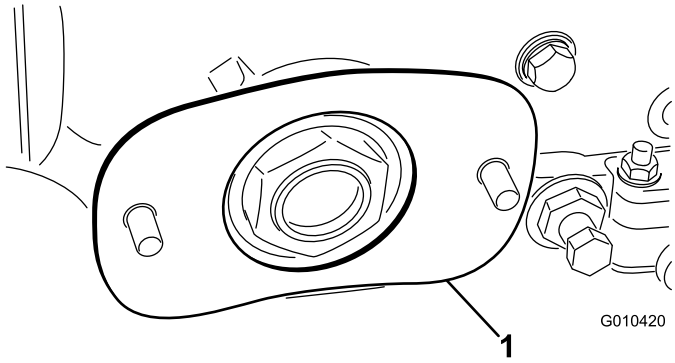

Figur 5
8. Før mellomlegget på boltene, posisjonert som vist i Figur 5.